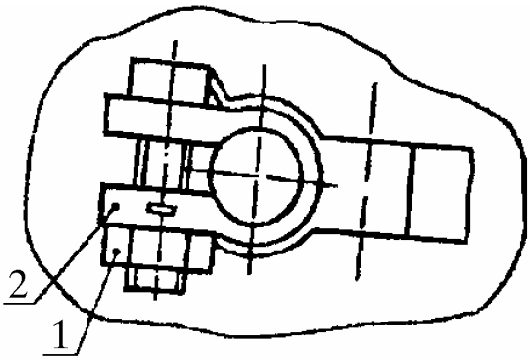

Рис. 4. Отсоединение провода от клеммы “-” АКБ:
4.4.1. Ослабить гайку 1 (рис. 4), снять наконечник 2 провода с клеммы “-” АКБ